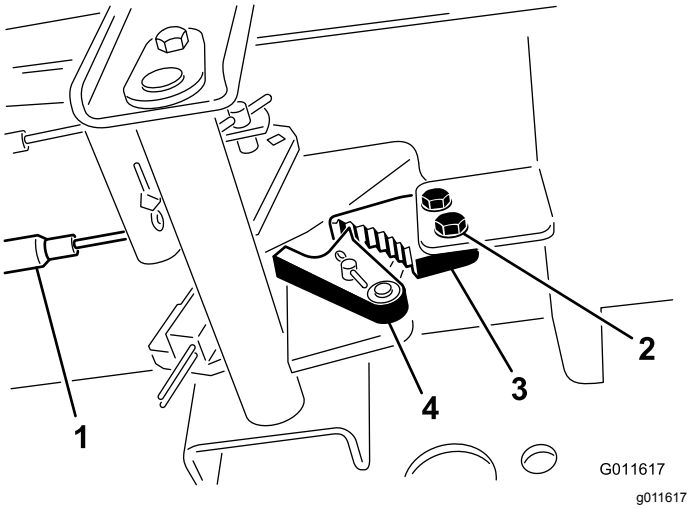

**Figur 70**
1. Løsne de to skruene som fester parkeringsbremsespaken til rammen (Figur 70).
2. Trykk parkeringsbremsepedalen fremover til bremsesperrehaken aktiveres fullstendig på bremsesperren (Figur 70).